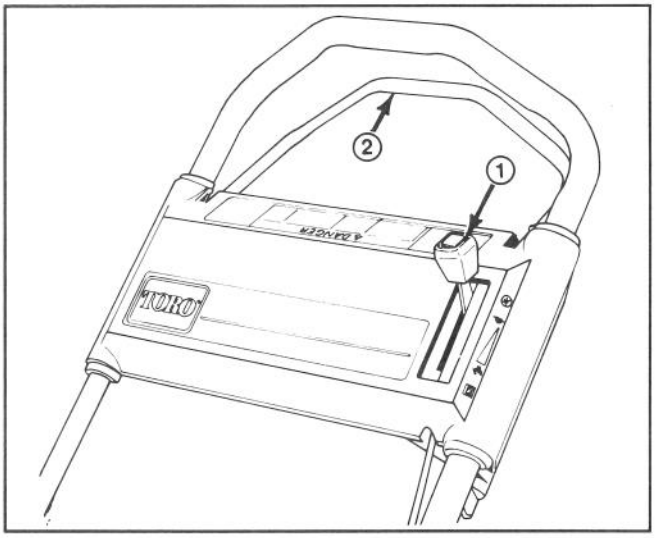
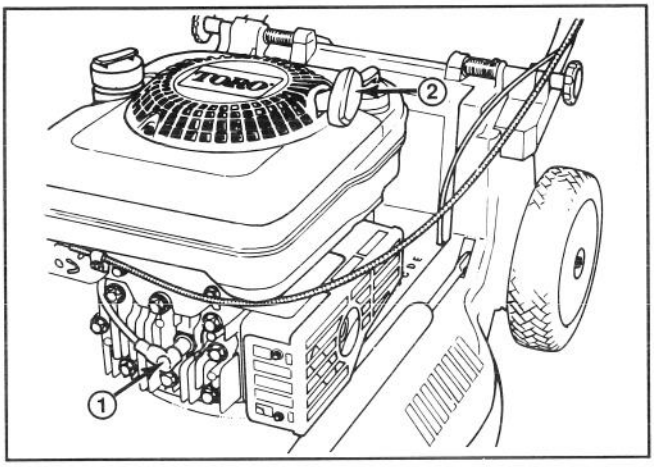
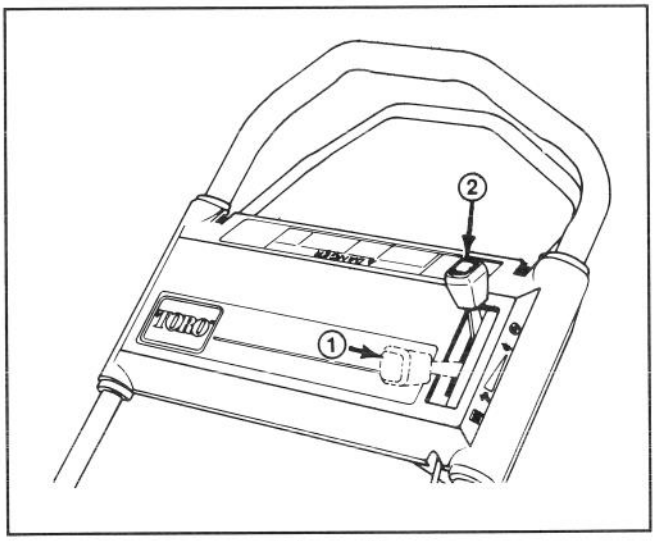

Figure 7
Figure 8
Figure 9
CONTROLS—Throttle and self–propel control bar (self–propelled model only) are on upper handle (Fig. 7). Recoil starter is on top of engine (Fig. 8).
1. Push spark plug wire onto spark plug (Fig. 8).
2. STARTING—Move throttle forward to CHOKE position (Fig. 9). Pull engine mounted recoil starter (Fig. 8) out until slack in rope is taken up. Then pull vigorously to start the engine. When engine starts, move throttle to FAST position or regulate engine speed as desired.
3. STOPPING (Fig. 9)—To stop engine, move throttle rearwards to ENGINE OFF ⊗ position. Pull wire off spark plug if mower will be unattended or not used.
1. Stop the engine and pull wire off spark plug (Fig. 8).